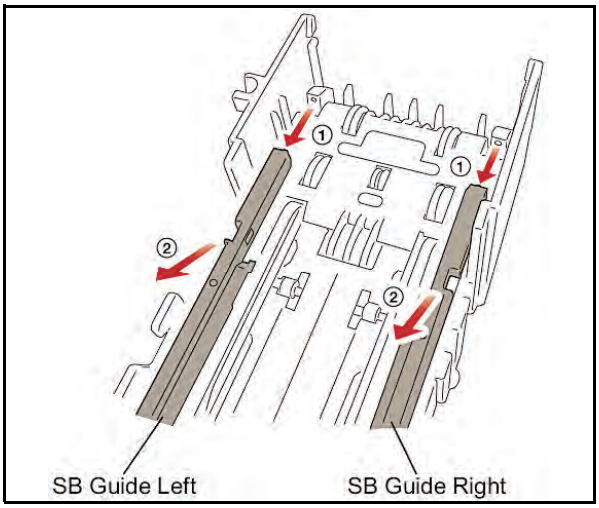

Figure 4-9 Side Guide Removal
2. Remove the Side Bill Guides by following the direction indicated by the ① and ② arrows shown in Figure 4-9.